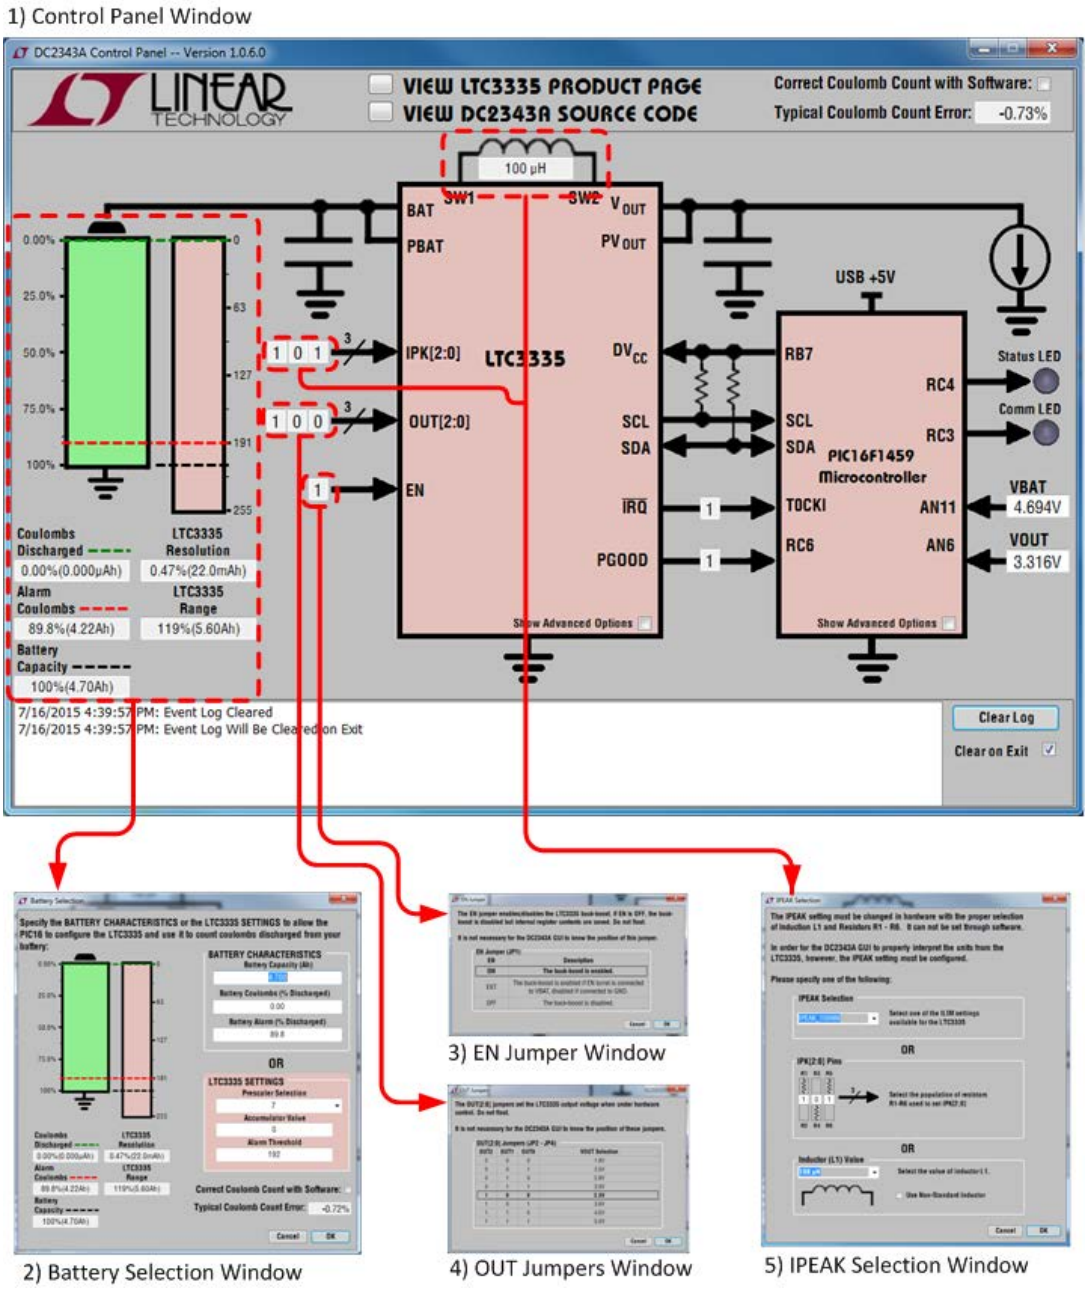

Figure 6. DC2343A GUI Navigation
The demo board is pictured in Figure 2a and Figure 2b, with schematics shown in Figure 18 and Figure 19. The provided USB cable connects the demo board to the PC. With Linear Technology's QuikEval™ program running in the background of the PC, a five windowed GUI, pictured in Figure 6 will pop up.
1. The Control Panel Window displays the components on the DC2343A PCB and their relationship with the user's battery. The other four windows are shown by clicking or double clicking on the controls circled on the control panel in Figure 6.